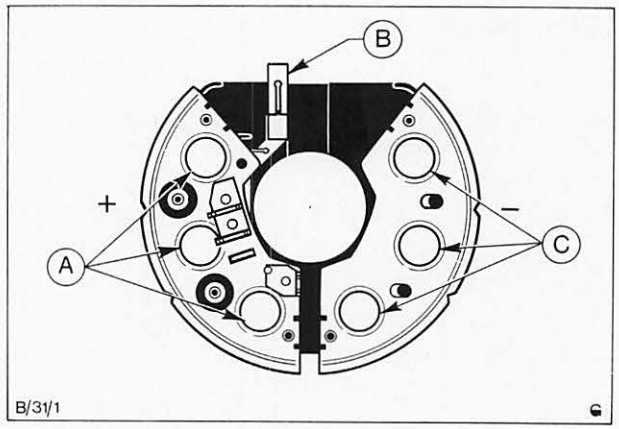
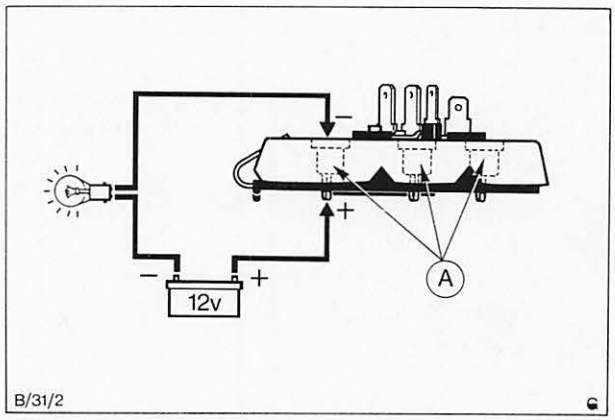
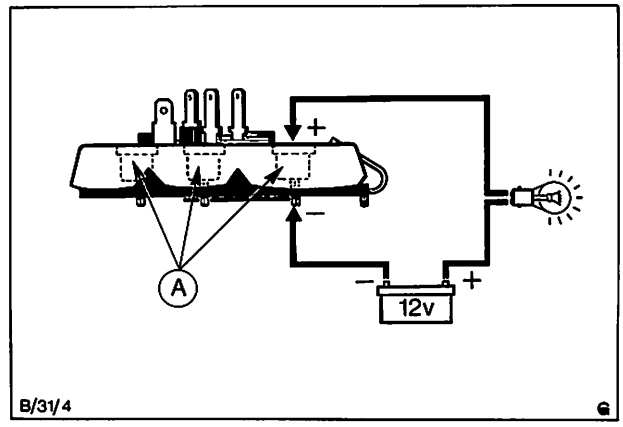

Abb. 19 A = Plus-Dioden
Abb. 20 A = Plus-Dioden
Abb. 22 A = Minus-Dioden
a) Prüfkreis am Plus-Teil des Diodenträgers anschließen. Abb. 19. Dabei Minus-Prüfspitze an Oberseite, Plus-Prüfspitze an Unterseite der zu prüfenden Diode halten. Abb. 20. Funktioniert die Diode einwandfrei, so leuchtet die Prüflampe auf.
Prüfkreis am Minus-Teil des Diodenträgers anschließen. Abb. 19. Dabei Plus-Prüfspitze an Oberseite, Minus-Prüfspitze an Unterseite der zu prüfenden Diode halten, Abb. 22. Funktioniert die Diode einwandfrei, so leuchtet die Prüflampe auf.